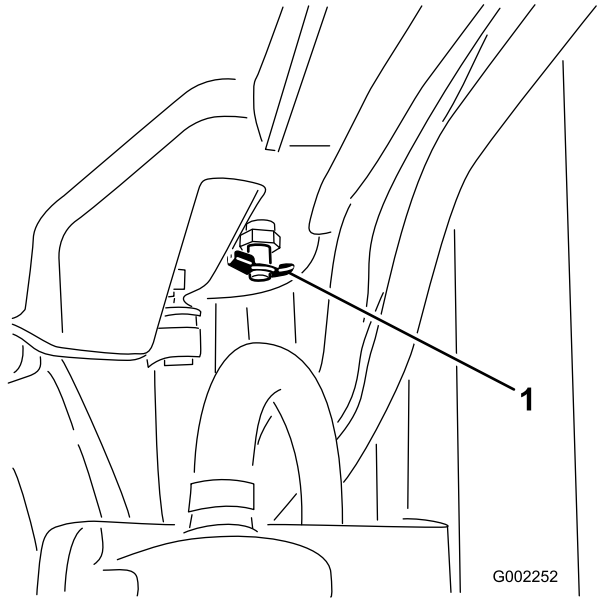

Figur 53
4. Åpne drenet (Figur 53) og tapp ut kjølemiddelet i fatet.